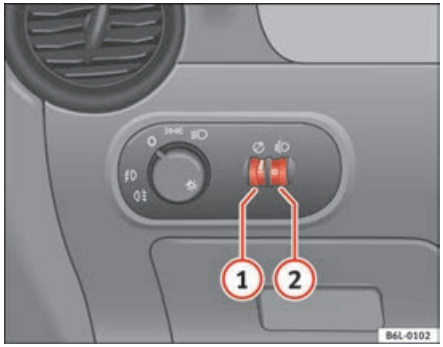

Fig. 58 Instrument panel: regulators for instrument and control illumination and headlight range control
When the headlights are switched on, the brightness of the instruments and switch lighting can be regulated to suit your requirements by turning the thumb wheel ⇒ fig. 58 (1).